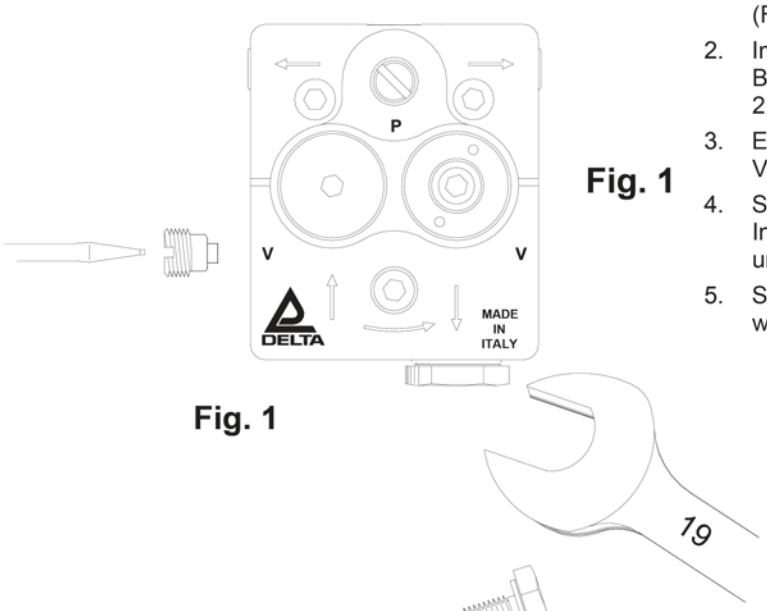

Fig. 1
1. Entfernen Sie den 1/4" Stopfen vom Rücklaufanschluß mit einem 19 mm Gabelschlüssel (Fig. 1).
4. Setzen Sie in den Rücklauf einen 1/4" Stopfen und ziehen Sie ihn fest (Fig. 1).